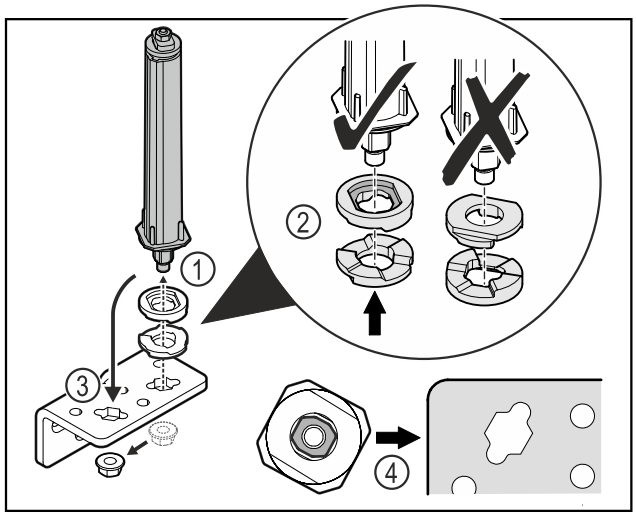

Fig. 32
- ▶ Desfaceți piulița și îndepărtați sistemul de închidere a ușii *Fig. 32 (1)*.
- ▶ Aveți în vedere alinierea corectă a șaibelor de reglaj pe înălțime *Fig. 32 (2)*.
- ▶ Mutați sistemul de închidere a ușii în colțarul balamalei și fixați cu piulița *Fig. 32 (3)*.
- ▶ La utilizare aveți în vedere alinierea corectă a sistemului de închidere a ușii *Fig. 32 (4)*.